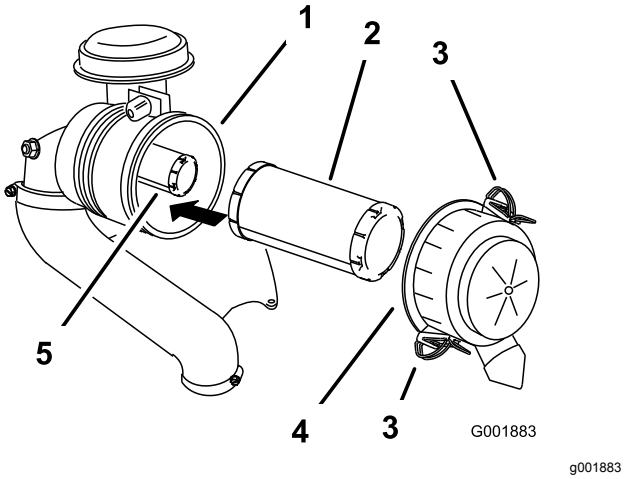

Figuur 26
3. Maak de sluitingen op het luchtfilter los en trek het luchtfilterdeksel van de luchtfilterbehuizing (Figuur 26).
5. Schuif het filter voorzichtig uit de luchtfilterbehuizing (Figuur 26).
2. Als u het veiligheidsfilter vervangt, schuif het dan voorzichtig in de filterbehuizing (Figuur 26).
3. Schuif het voorfilter op het veiligheidsfilter (Figuur 26).
4. Monteer het luchtfilterdeksel met de kant met het opschrift **up** naar boven gericht en maak de sluitingen vast (Figuur 26).